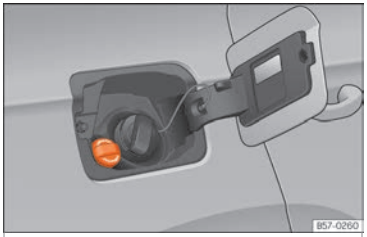

Fig. 268 Tampão do bocal de enchimento do reservatório do AdBlue.
- Abrir a tampa do depósito **››› Fig. 268**.
- Rode o tampão de fecho do bocal de enchimento de SCR para a esquerda ››› Fig. 268.